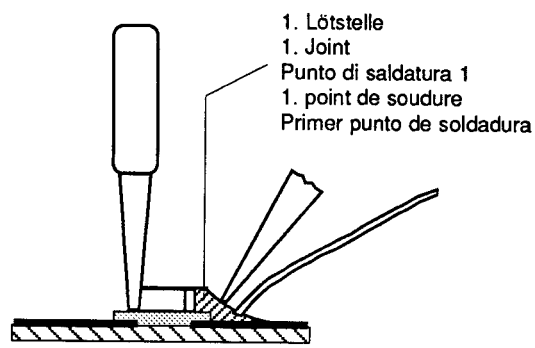

Fig. 4
4. Schritt: CHIP an der Lötstelle ansetzen, zentrieren und anlöten (Fig. 4).
4. step: Put the CHIP onto the soldering point, then center and fix it (Fig. 4).
4. Poser le composant CMS sur cette pointe de soudure, centrer et souder. Maintenir le composant CMS à l'aide d'une pince brucelle (Fig. 4).
4. Appoggiare il CHIP sul punto di saldatura, centrarlo e quindi saldarlo (Fig. 4).
4. Colocar el CHIP sobre la gota estaño, centrarlo y soldarlo (Fig. 4).